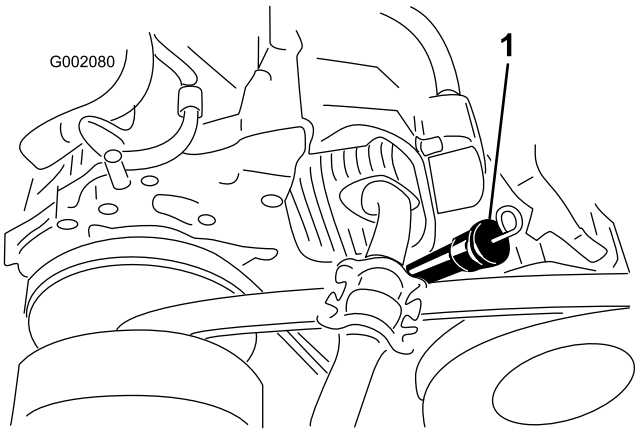

Figur 10
2. Rengjør rundt peilestaven (Figur 10 for modellnummer 07266/TC ogFigur 11 for modellnummer 07273/TC), slik at det ikke kan komme smuss som kan skade motoren ned i påfyllingshullet.